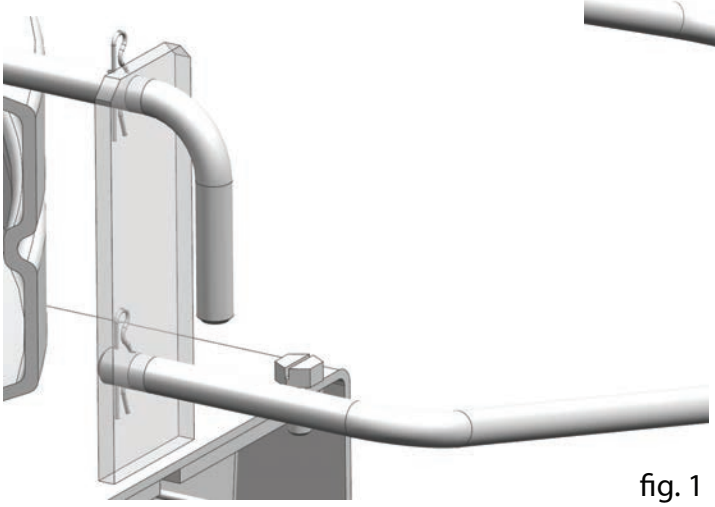

fig. 1
Step 1: Secure long leveling rod D-5741 to spinner enclosure through bottom hole in bracket with hair pin clip through hole hole in pin (see fig 1)